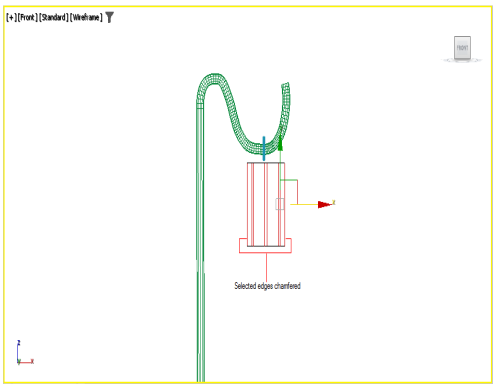

Figure 5-32 *Selected edges chamfered*
7. In the **Selection** rollout, choose the **Ring** button; the ring of edges are selected. Next, in the **Edit Edges** rollout, choose the **Settings** button on the right of the **Chamfer** button; the **Chamfer** caddy control is displayed in the viewport. Set the value **0.03** in the **Chamfer-Amount** spinner and **1** in the **Segments** spinner and then choose the **OK** button to close the caddy control; the selected edges are chamfered, as shown in Figure 5-32.